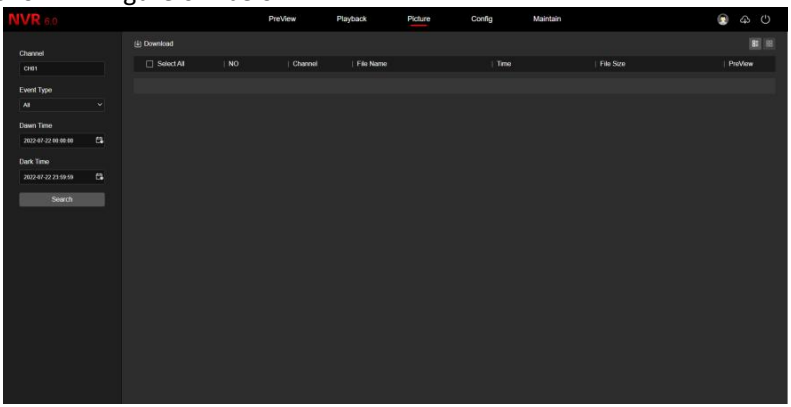

Figure 6-7
Step 1: In the main interface, click "Picture" to enter the picture interface, asshown in Figure 6-7 below.